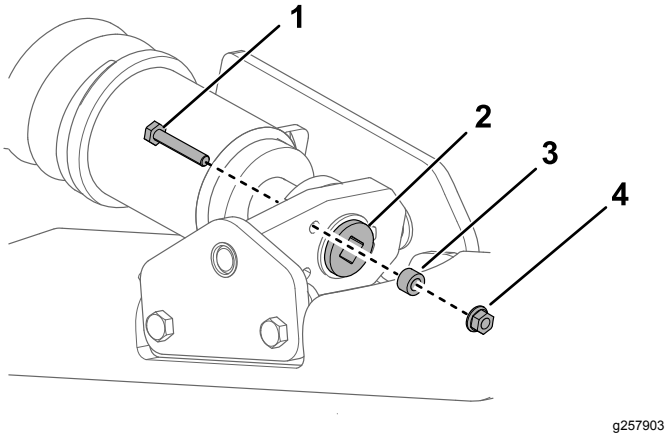

**Figuur 57**
4. Verwijder de borgbout, het afstandsstuk en de moer (Figuur 57).
6. Lijn de dichtstbijzijnde inkeping in de spanschroef uit met de opening van de borgbout en bevestig de schroef met de borgbout en moer (Figuur 57).
7. Verwijder de borgbout, het afstandsstuk en de moer (Figuur 57).
8. Gebruik een dopsleutel van ½" en verminder de spanning door de spanschroef rechtsom te draaien (Figuur 57 en Figuur 61).